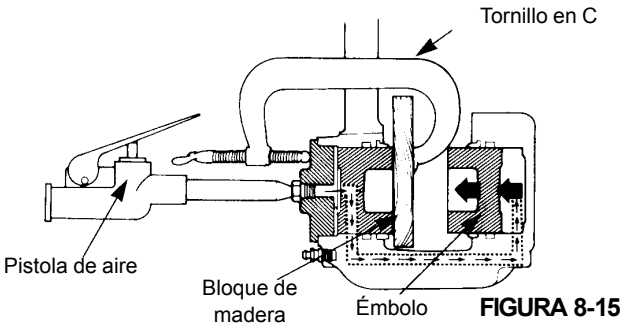

FIGURA 8-15
b. Aplique aire comprimido al adaptador de entrada para forzar la salida de los émbolos de la otra caja. Si un émbolo sale antes que el otro, coloque un pedazo de madera delante del émbolo que salió primero. Aplique aire comprimido para forzar la salida del otro émbolo fuera de la caja. Consulte la (Figura 8-15).